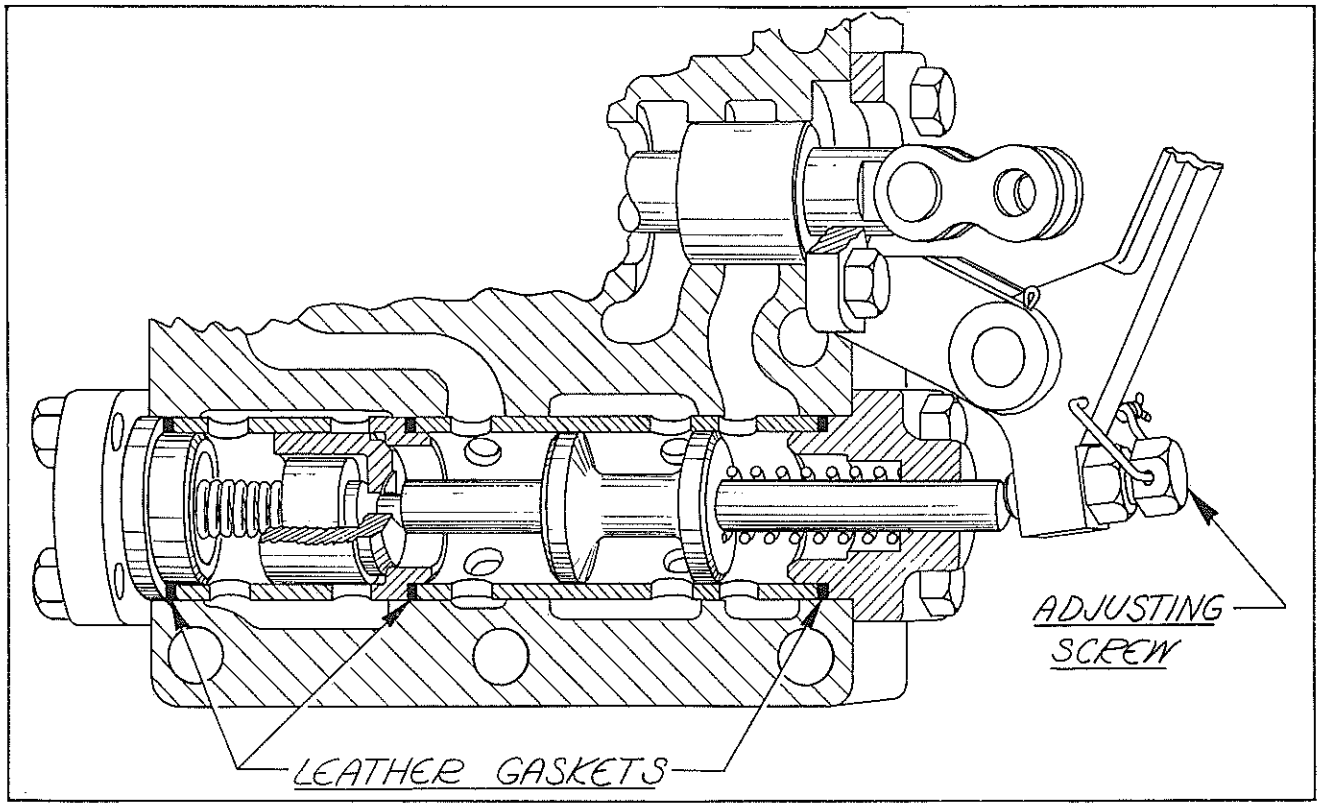

FIG. 14
c. Turn the adjusting screw "in", until the short lever has between 1/64" and $\frac{1}{16}$" play. Tighten the lock nut and wire securely. See Fig. 14.
When rebuilding the valve at any time, take care not to damage the leather gaskets on the tappet cage. However these gaskets can be replaced in an emergency with ordinary solder wire. See Fig. 14.